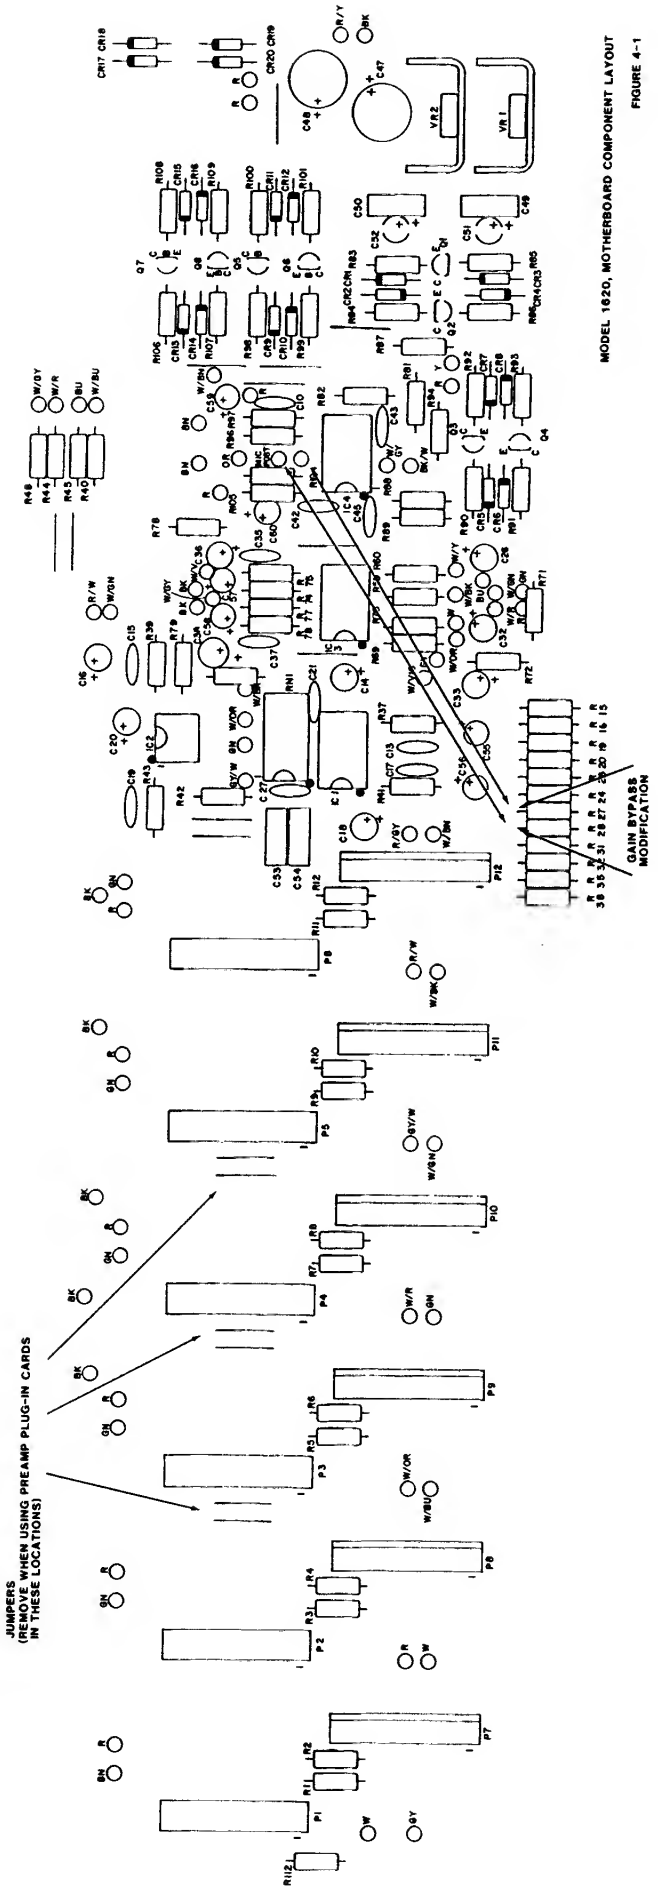

FIGURE 4-1. Motherboard Component Layout
2) Locate the two bare wire jumpers to the left of the connector on the mother board into which the new preamplifier card will be installed. The connectors and jumpers are identified in Figure 4-1. These jumpers allow AUX INPUTS 1 - 3 to be used as line inputs when no preamplifier is installed, and must be removed to activate the preamplifier. The jumpers may be clipped off close to the motherboard with a wire cutter.
7) Locate the two bare wire jumpers to the left of the connector on the mother board into which the new preamplifier card will be installed. The connectors and jumpers are identified in Figure 4-1. These jumpers allow AUX INPUTS 1 - 3 to be used as line inputs when no preamplifier is installed, and must be removed to activate the preamplifier. The jumpers may be clipped off close to the motherboard with a wire cutter.
3) Locate R27 and R28 on the motherboard (refer to Fig. 4-1).
7) Solder the free end of the R28 wire to the motherboard hole labelled "MIC POST." The free end of the R27 wire is to be soldered to the free hole next to it. Refer to Figure 4-1.